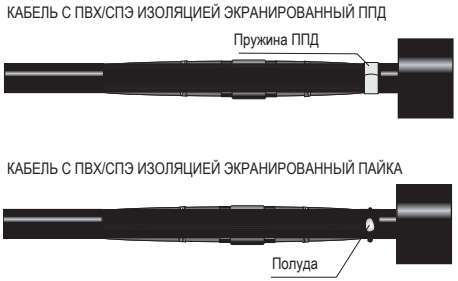

Рисунок 8
4.22.1 Для комплектации с ППД: перекинуть проволоки экрана через соединение и зафиксировать их пружиной ППД на отогнутых проволоках экрана второго кабеля. Излишки проволок обрезать (рисунок 8).
4.22.2 Для комплектации с пайкой: облудить проволоки с короткой стороны, перекинуть проволоки экрана через соединение и зафиксировать их проволочным бандажом на облуженных проволоках экрана второго кабеля. Излишки проволок обрезать. Произвести пайку проволок совместно с бандажом (рисунок 8).